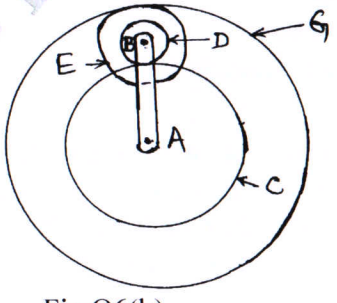

Fig.Q6(b) **(14 Marks)**
b. Two shafts 'A' and 'B' are co-axial. The gear 'C' (50 teeth) is rigidly mounted on shaft 'A'. The compound gear D-E gears with 'C' and an internal gear 'G'. 'D' has 20 teeth and gears with 'C' and 'E' has 35 teeth gears with an internal gear 'G'. The gear 'G' is fixed and is concentric with the shaft axis. The compound gear D-E is mounted on a pin which projects from an arm keyed to the shaft 'B' as shown in Fig.Q6(b). Find the number of teeth on internal gear 'G' assuming that all gears have the same module. If the shaft 'A' rotates at 110 rpm. Find the speed of shaft 'B'.